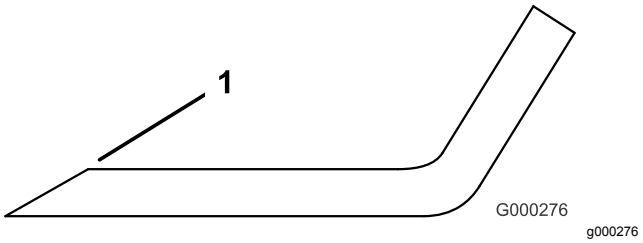

Figur 146
4. Slipa knivseggarna om de är slöa eller hackiga (Figur 146).